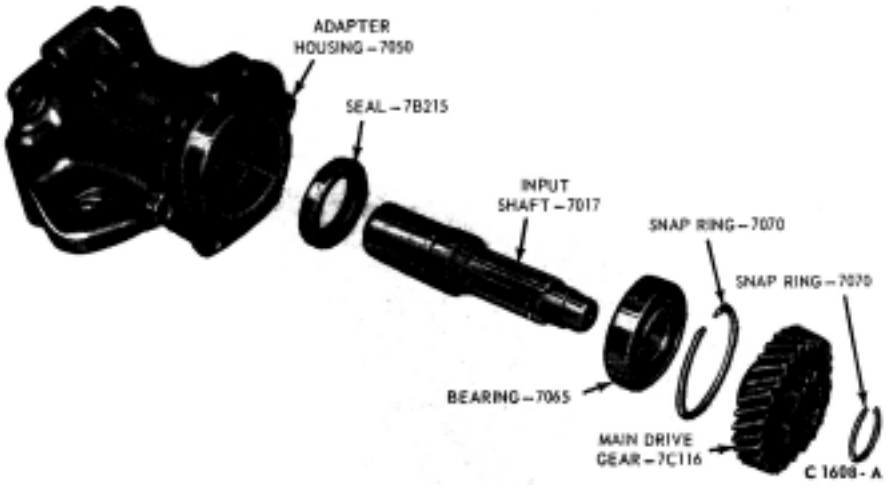

FIG. 6-11—Input Shaft—Disassembled
1. Remove the snap ring from the front of the shaft (Fig. 6-11).